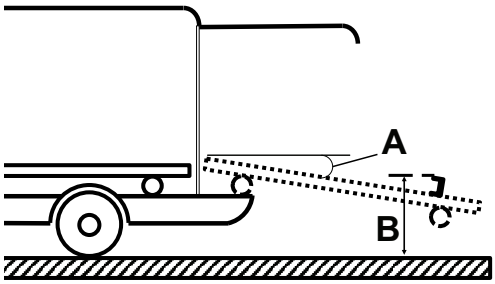

Figure 14 – Catch plate and loading tray specifications
- Angle (A) of the loading tray does not exceed 16° (Figure 14)
- Height (B) from the top of the catch plate to the ground is between 28.0” and 29.4” (Figure 14)